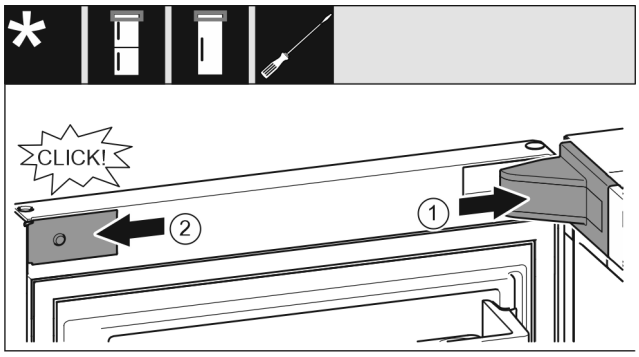

Fig. 22
- ▶ Put the swap bearing block cover *Fig. 22 (1)* on and engage, push apart carefully if required.
- ▶ Place the trim *Fig. 22 (2)* on the side and engage.